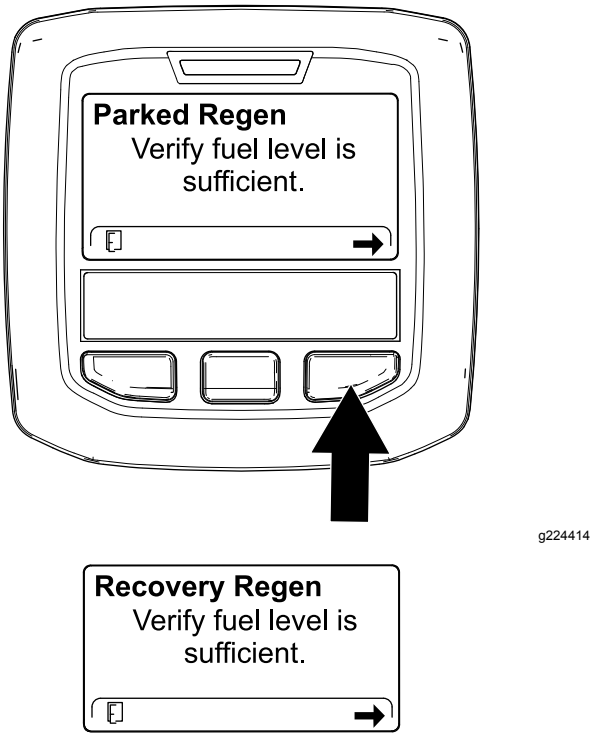

Figuur 57
2. Controleer in het scherm VERIFY FUEL LEVEL (controle brandstofpeil) of de brandstoftank minstens ¼ vol is indien u een geparkeerde regeneratie gaat uitvoeren of halfvol in het geval van een herstel regeneratie, en druk op de rechterknop om verder te gaan (Figuur 57).